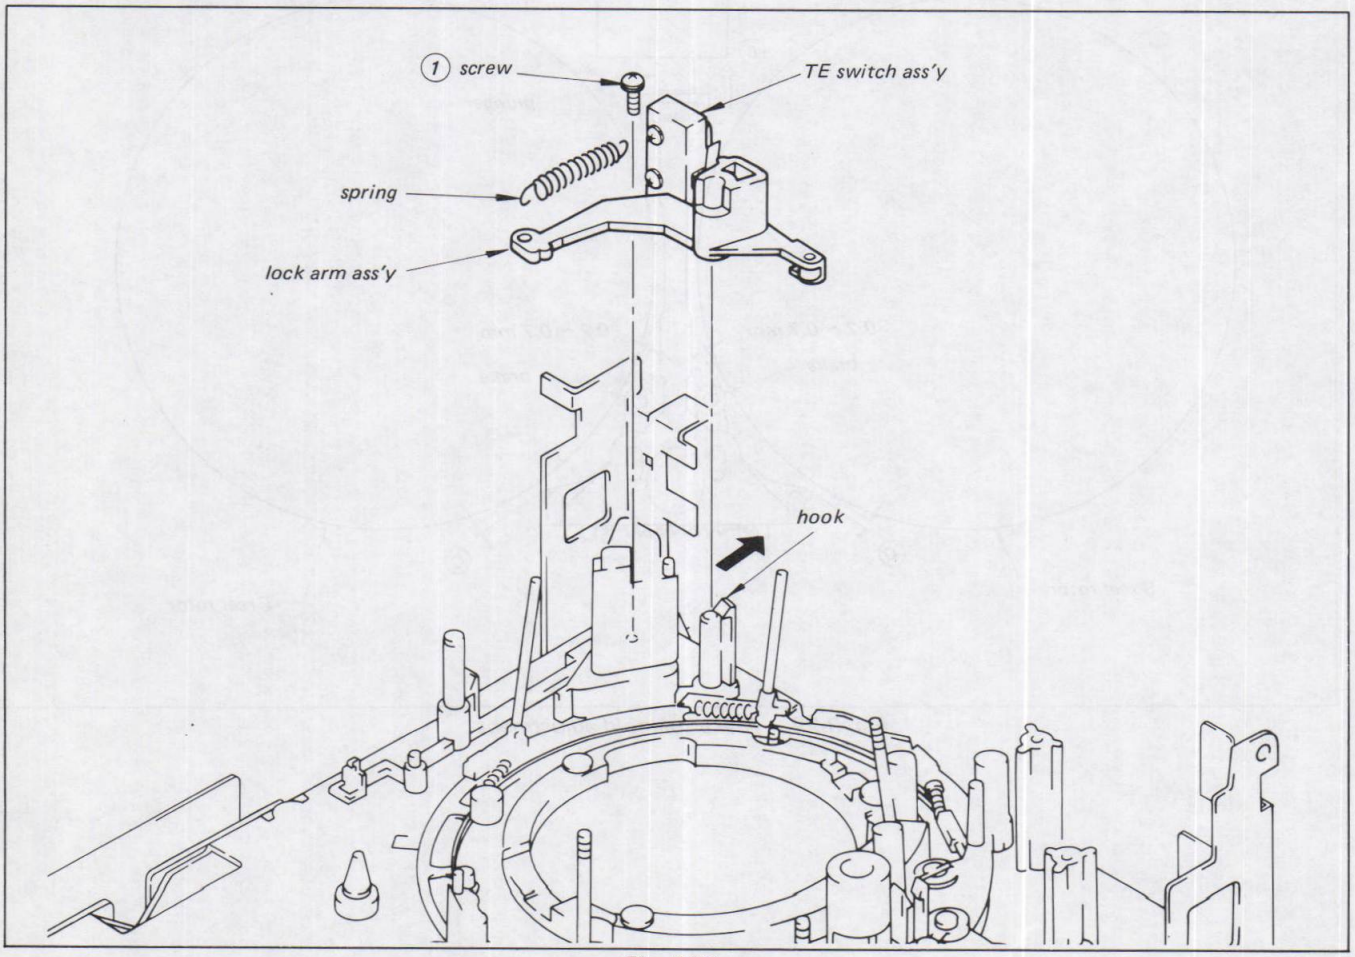
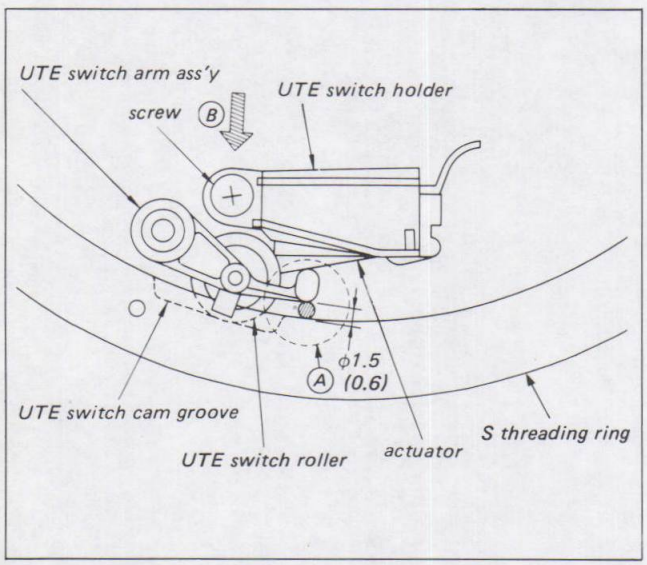
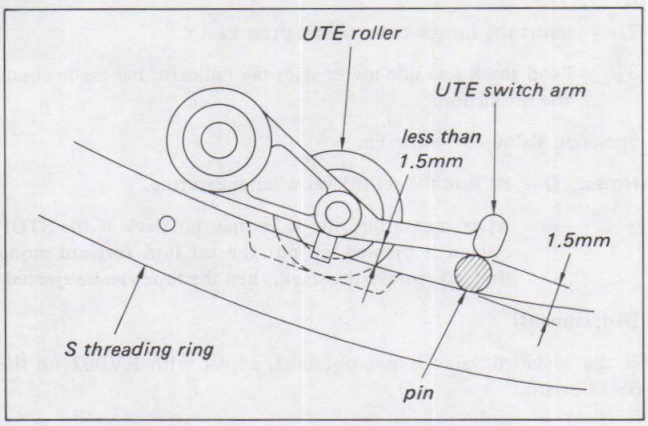

Fig. 3-31.
Fig. 3-32. UTE switch position adjustment
Fig. 3-34.
1) Remove the spring of the lock arm assembly. (Refer to Paragraph 3-14-1, Fig. 3-31)
2) Remove stop washer (1) and ring roller (2).
3) Remove the UTE switch subassembly. (Refer to Paragraph 3-14-2, Fig. 3-32)
4) Unscrew screw (3) and remove the ring roller adjust plate (4) and ring roller (5).
5) Remove the S threading ring (6).
[Removal] (Fig. 3-31)
Rotate the S threading ring by hand. Verify that the switch trips when a pin of ϕ1.5 is inserted at section (A) in Fig. 3-32 after the UTE switch arm roller assembly has dropped into the UTE switch cam groove. Verify that the switch does not trip when a pin of ϕ0.6 is inserted.
Caution: Insert the ϕ1.5 and 0.6 pins in the proper positions shown in Fig. 3-32. (If the pins are inserted too close to the UTE roller side as shown in Fig. 3-34, the clearance inside will be less than 1.5 mm, even though it is 1.5 mm at the entrance, because of the switch construction.)